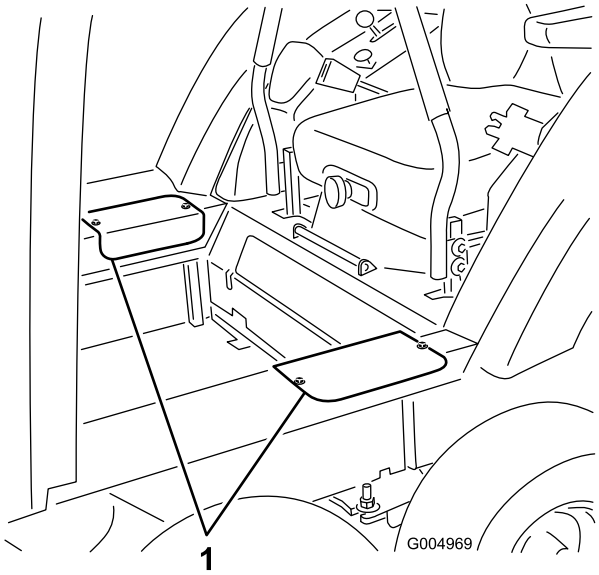

Figur 74
6. Fjern de to skruer, der fastholder hvert sideadgangsdæksel, og afmonter dækslerne (Figur 74).